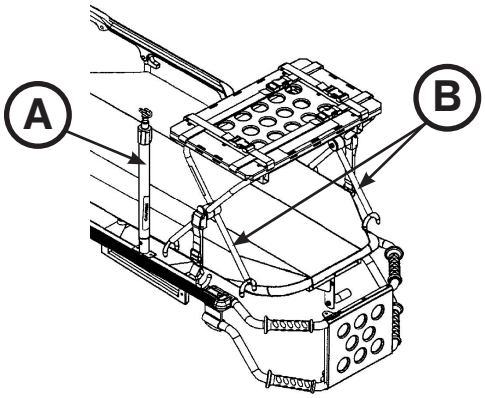

Figur 56
3. Hvis båren er udstyret med et dropstativ, rejses dropstativet (A) til opret position som vist i Figur 56.
4. Placer defibrillatorplatformen på bårerammen som vist i Figur 56. Anbring defibrillatorplatformens indvendige ben (B) med retning mod bårens hovedende for at sætte defibrillatorplatformen korrekt på bårerammen.